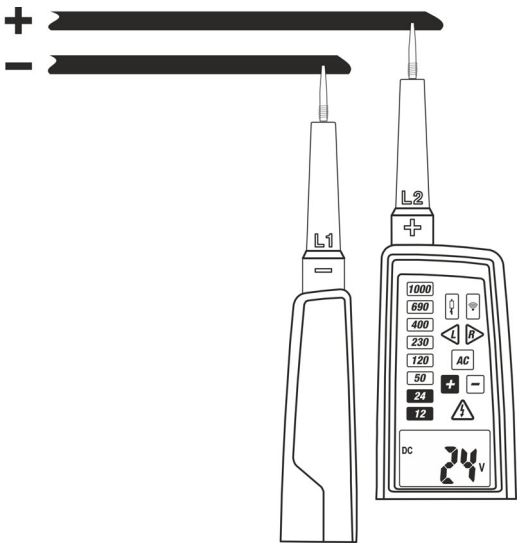

Fig. 4: DC Voltage measurement
2. Connect the **L1** and **L2** probes to the object under test (see Fig. 4). The measurement is performed **only with contact of probes directly on metal parts of conductors**
4. Should symbol **"-"** be displayed it means that the detected voltage has an opposite direction compared to the connection shown in Fig. 4